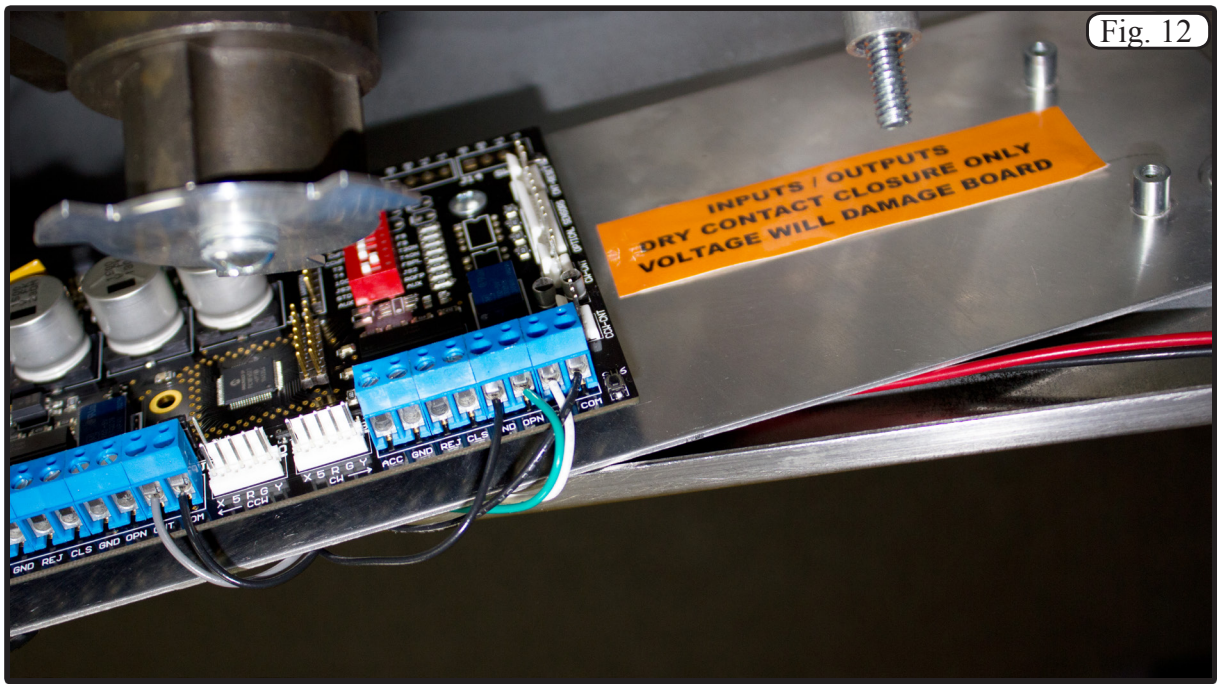

Fig. 12
13) Place the “Dry Contacts” label on the turnstile control board mounting plate adjacent to the turnstile control board [Fig. 12]